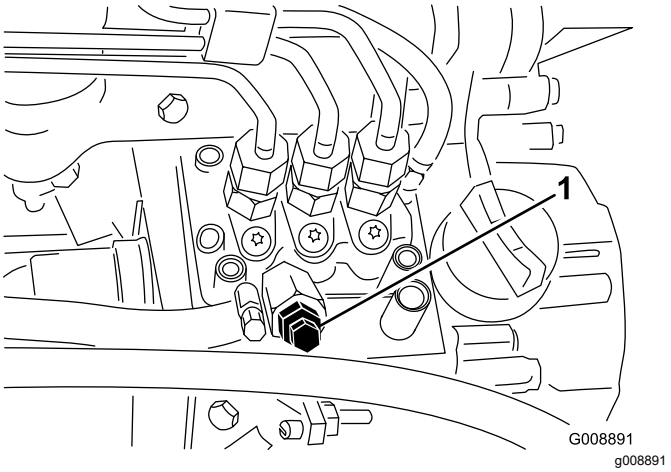

Figur 50
4. Öppna avluftarskruven på bränsleinsprutningspumpen (Figur 50).